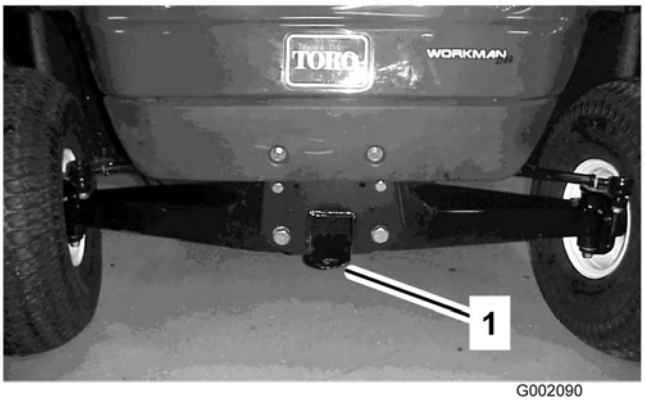

Figur 28
Der skal bruges en anhænger til flytning af køretøjet over lange afstande. Sørg for, at køretøjet er forsvarligt fastgjort til anhængeren. Se Figur 27 og Figur 28 for at se placeringen af bindepunkterne.
2. Sæt et bugsertov fast på anhængertrækstangen foran på stellet (Figur 28).